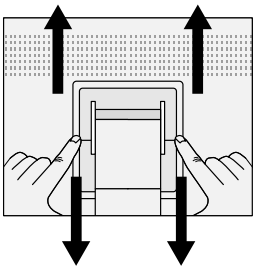

Figure S.2
4. Appuyez sur la partie " ▼ " avec votre index et faites glisser simultanément le couvercle inférieur du support (**Figure S.2**).